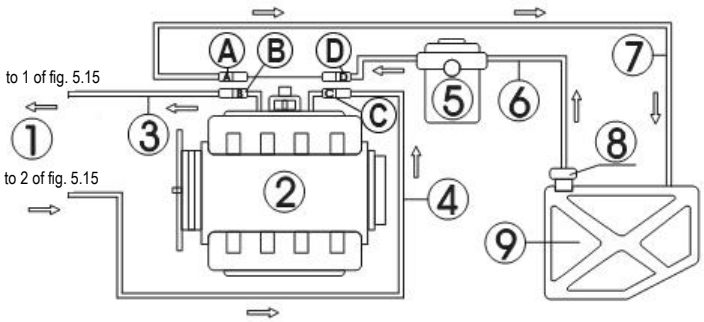

Figure 5.17 Line Connection 1
1) Disconnect the fuel supply hoses (C, D) and fuel return hoses (A, B) of the engine fuel system (when disconnecting the fuel line connectors, cover them with towels). Choose proper connectors and connect them to the B end and C end separately, and then connect the other ends to corresponding return hose and outlet hose of the device. See Figure 5.17.